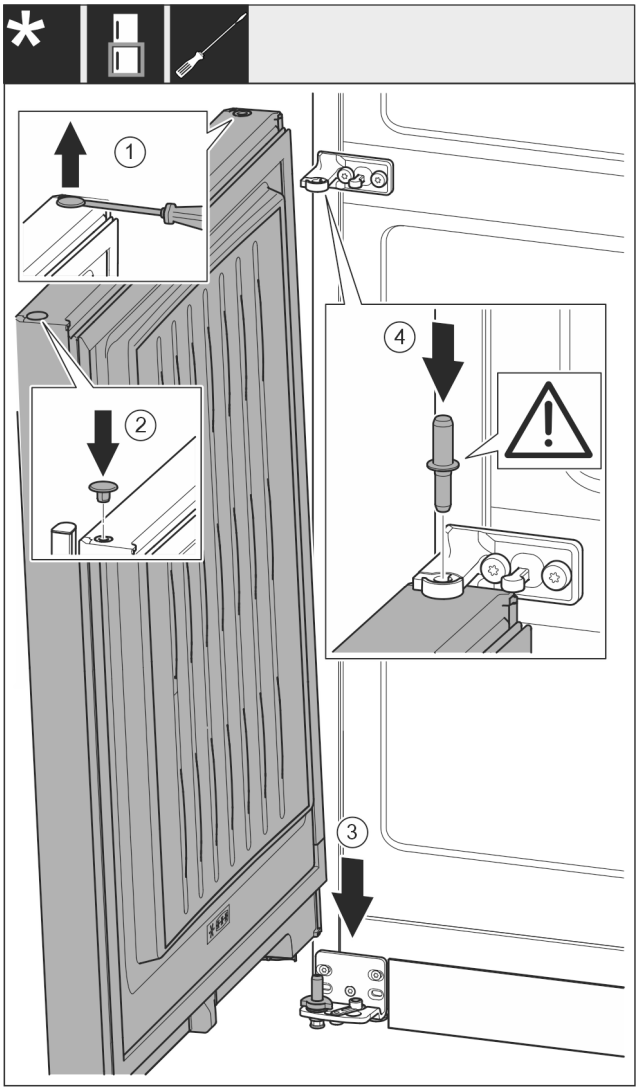

Fig. 23
- ▶ Til de plug voorzichtig *Fig. 23 (1)* op met een platte schroevendraaier en trek hem er uit.
- ▶ Plug *Fig. 23 (2)* aan de andere deurzijde er weer insteken.
- ▶ Deur *Fig. 23 (3)* van bovenaf op de onderste lagerbouten plaatsen.
- ▶ Lagerbout midden *Fig. 23 (4)* door lagerbok midden in de onderste deur steken. Let hierbij op dat het vergrendelingslipje naar achteren wijst.